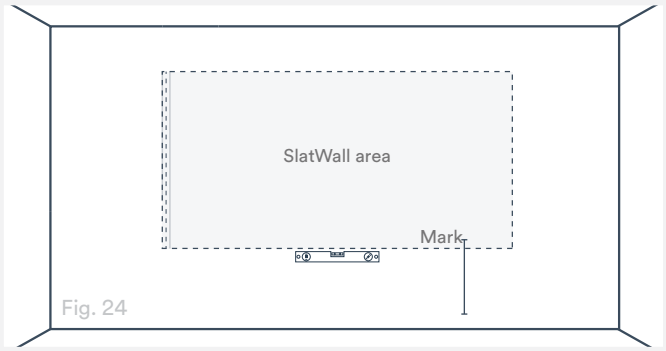

Fig. 24
3. Use a level to extend a line across the intended width of your installation (Fig. 24).